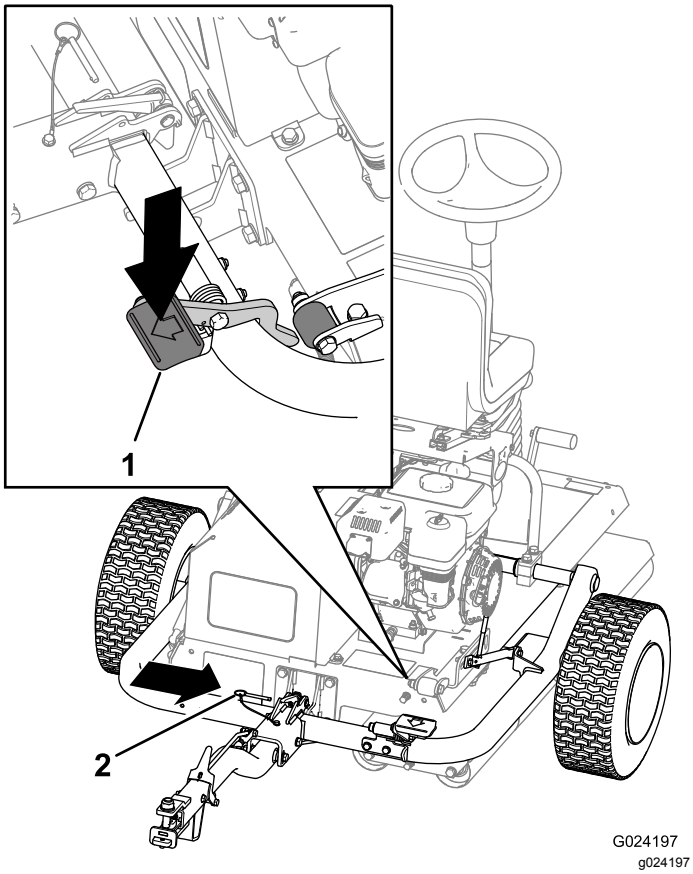

Figur 8
6. Trykk på koblingspedalen til låsen er på plass (Figur 8).
7. Sett inn låsestiften (Figur 8).